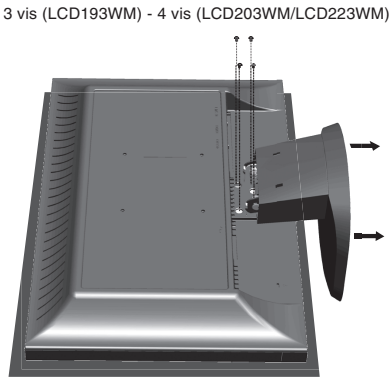

Figure R.2
4. Retirez les 3 vis (LCD193WM) ou les 4 vis (LCD203WM/LCD223WM) fixant le moniteur à son support et enlevez l'ensemble support comme indiqué (**Figure R.2**).